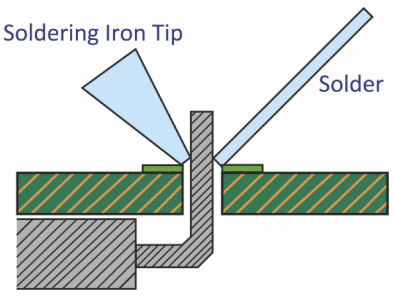

**FIGURE 1.39** Proper tip and solder placement. Notice that the component, not the tip, melts the solder. ⏎
3. **Heat transfer.** Press the tip against both the device lead and the metal trace on the PCB in order to transfer heat to both parts, as shown in Fig. 1.39. If the tip is tinned properly, heat will flow adequately to both.